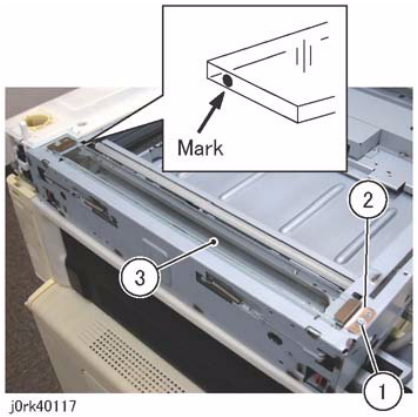

Figure 2 DADF Platen Glass Mark
5. Remove the DADF Platen Glass. (Figure 2)